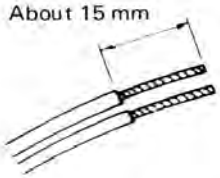

Fig. 25
2. Peel off the coverings so that the respective conductor tops appear by about 15 mm as shown in the Fig. 25.